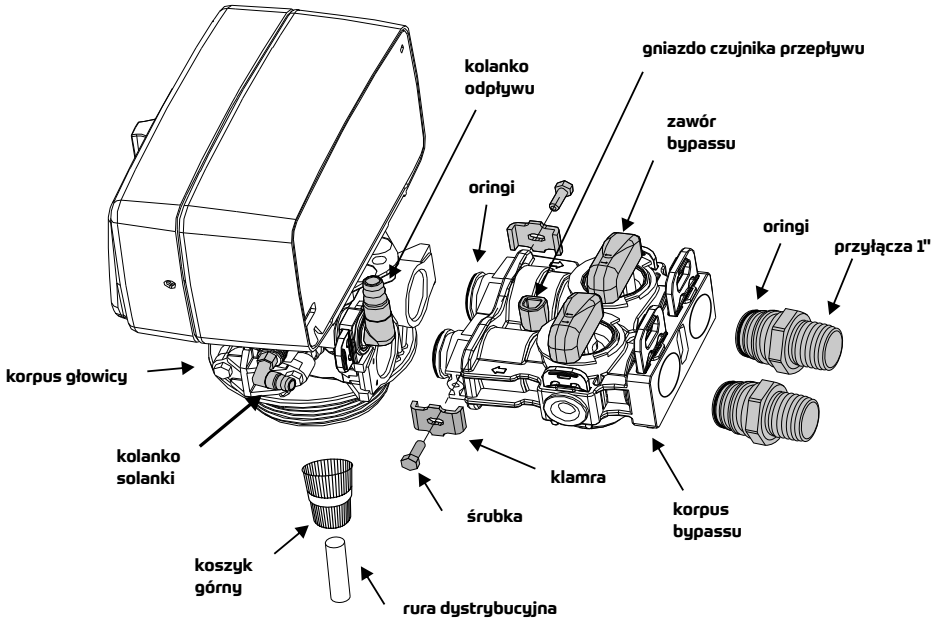

rys.3. Podłączenie bypass
3. Załóż koszyk górny (*rys.3. Podłączenie bypass*)
5. Zamontuj bypass przy pomocy klamer (*rys.3. Podłączenie bypass*)
6. Zamontuj wąż na solankę do kolanka solanki (*rys.3. Podłączenie bypass*)